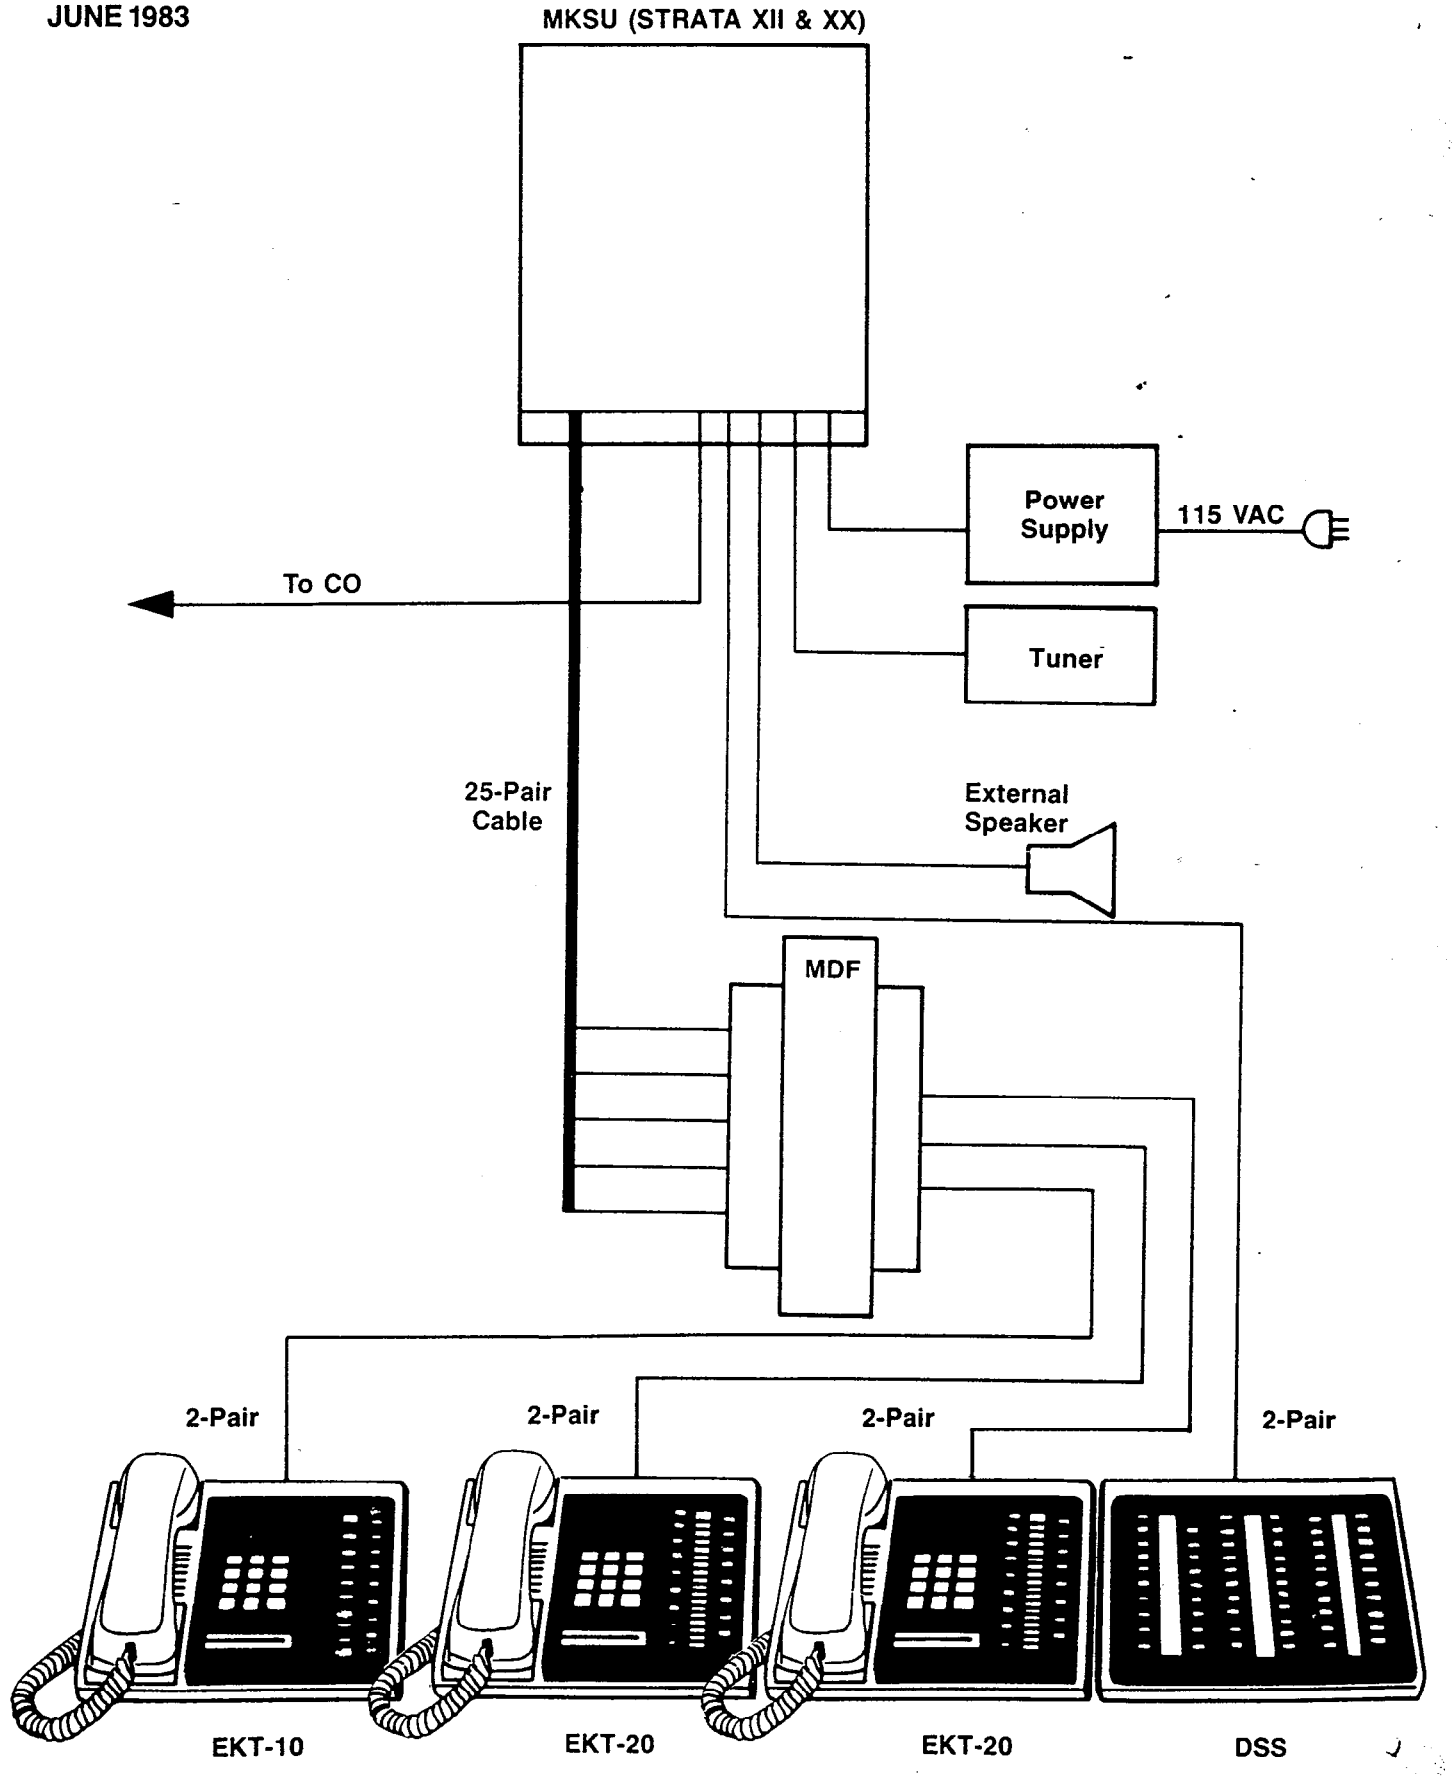

FIGURE 8—SYSTEM DIAGRAM
05.01 The system (Figure 8) consists of an MKSU, power supply and up to 32 (STRATA XII) or 56 (STRATA XX) electronic key telephones (EKTs). All connections between the MKSU and EKTs are made via a customer-provided main distribution frame (MDF). Using modular line cords, the CO lines are then connected between the MCOU PCBs and the telephone company-provided RJ-25C jacks. An external tuner (or equivalent) is required if the music-on-hold feature is utilized.